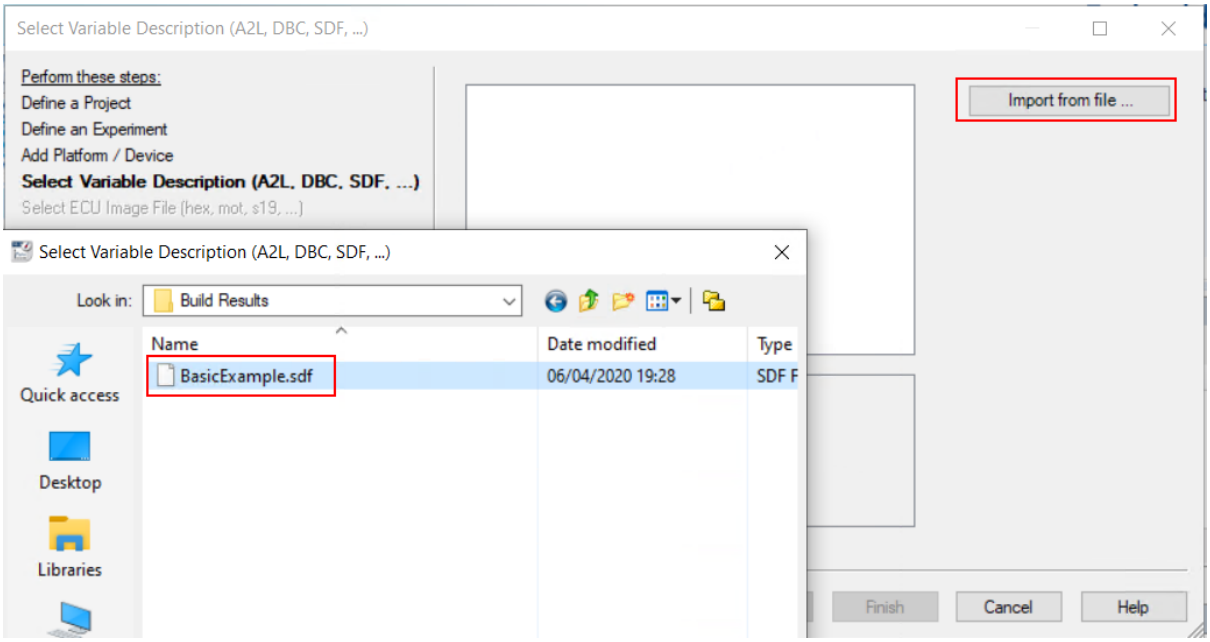

Figure 10.52: Import the variable description file.
5) Import the variable description file `BasicExample.sdf` in order to have access to the model variables and see the results of the execution (see Figure 10.52).